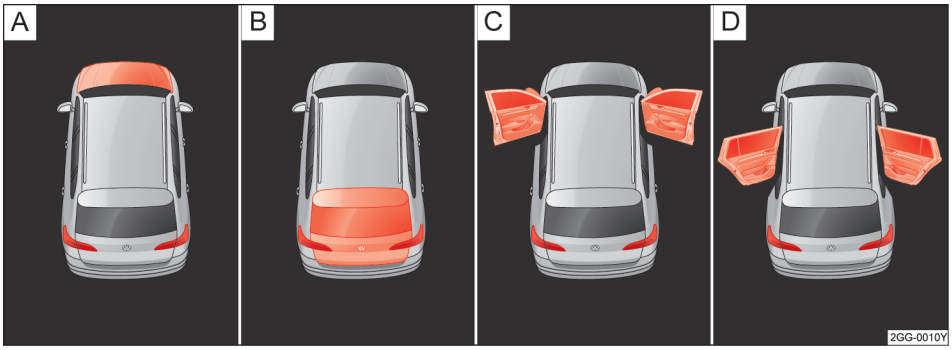

图 11 显示屏显示：（A）发动机舱盖处于打开状态，（B）行李厢盖处于打开状态，（C）前车门处于打开状态，（D）后车门处于打开状态
视汽车装备而定，在显示屏→ 图 11 中可以显示不同的信息：
车门、发动机舱盖和行李厢盖未关闭→ 图 11
- 车门、发动机舱盖和行李厢盖未关闭→图 11